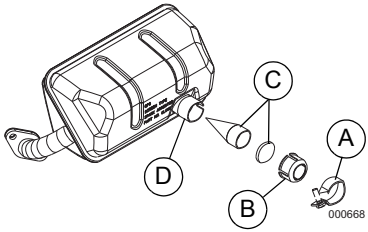

Figure 4-6. Spark Arrestor Screen
1. See ***Figure 4-6***. Remove the clamp (A) to remove retainer (B).
2. Slide spark arrestor screens (C) out from the muffler outlet tube (D).